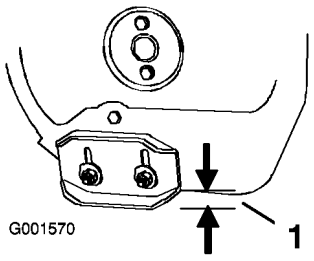

Figur 36
2. Løsne de fire mutrene som holder begge støtteplatene til spiralbladets sider, helt til støtteplatene lett kan skyves opp og ned (Figur 36).